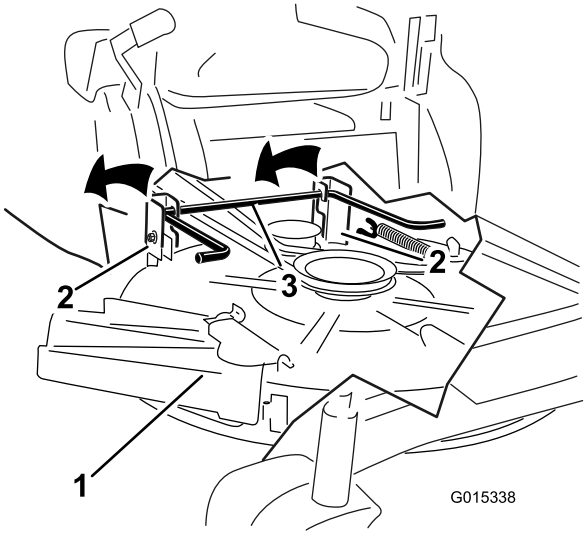

Figur 64
6. Lyft klipparen och hållarfästena så att de går fria från den bakre lyftstången och sänk försiktigt ned klipparen till marken (Figur 64).
5. Lyft upp klippardäckets bakre del och för hållarfästena över den bakre lyftstången (Figur 64).